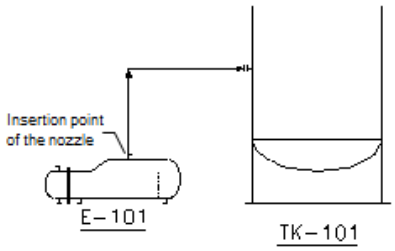

Figure 2-47 *Insertion point of the nozzle, and line connecting the vessel and the heat exchanger*
3. Specify the insertion point, refer to Figure 2-47, and then specify the rotational angle as 90-degrees.
6. Move the cursor horizontally toward right and specify the endpoint on the vessel; the line connecting the vessel and the heat exchanger is created, refer to Figure 2-47.